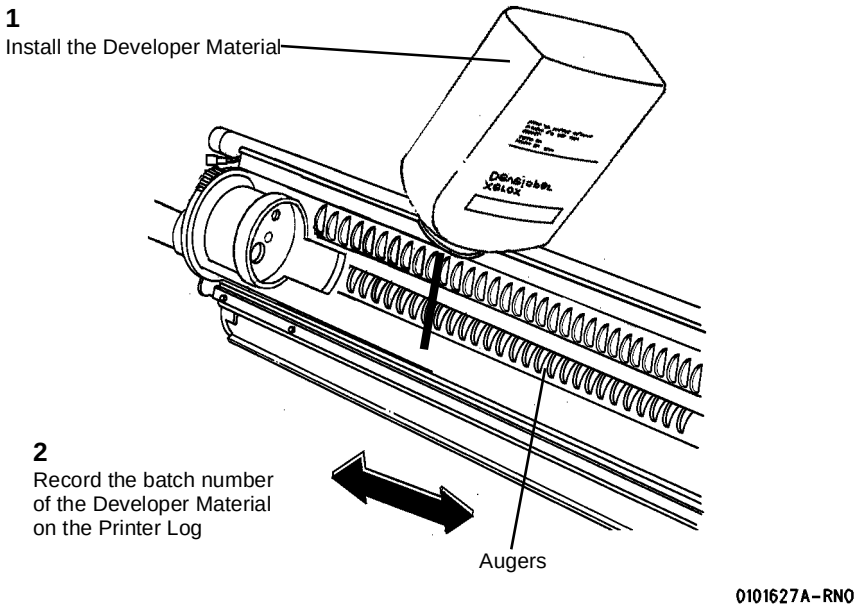

**Figure 10 Installing the Developer Material**
17. ( Figure 10): Install the Developer Material evenly along the entire length of the augers.